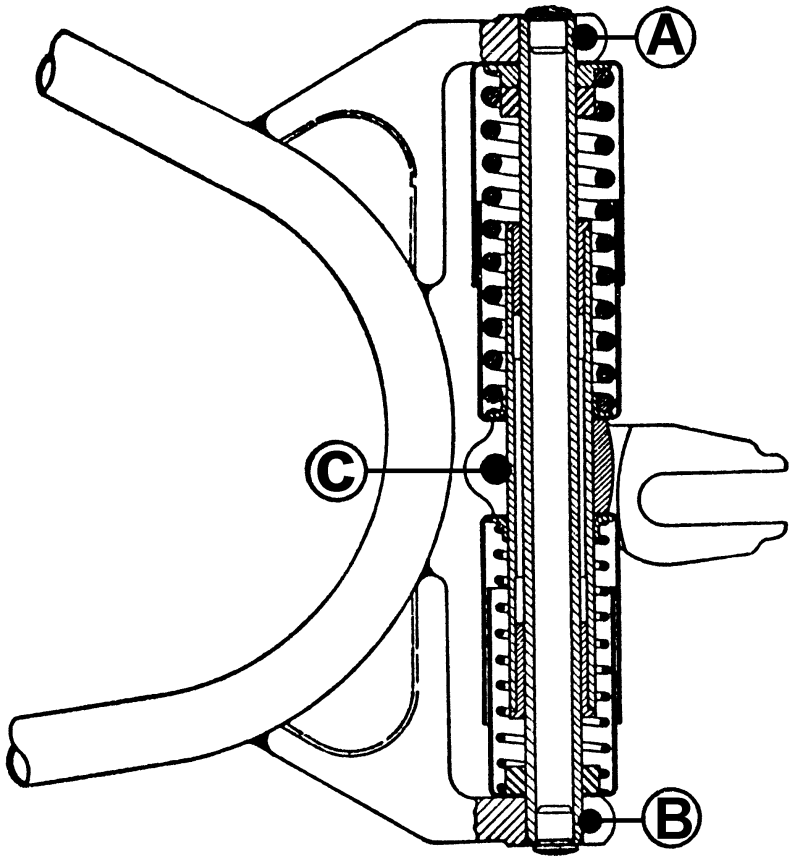

FIG. 11. *Rear suspension unit* (*D*1).
Next detach the silencer by removing the right-hand nut at (B) Fig. 11. Then release pinch bolts (A) and (B).